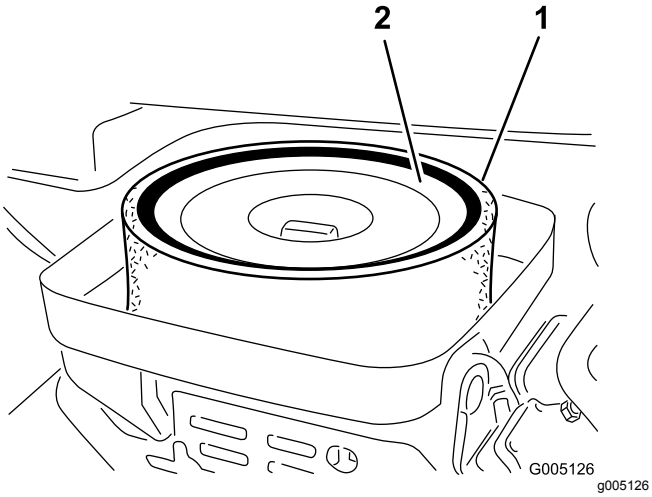

**Figuur 32**
3. Maak de vleugelmoer los waarmee de elementen zijn bevestigd aan de luchtfilterbehuizing (Figuur 32).
4. Als het schuimelement vuil is, moet u dit verwijderen van het papierelement (Figuur 32) Dit moet grondig worden gereinigd. Ga hierbij als volgt te werk: